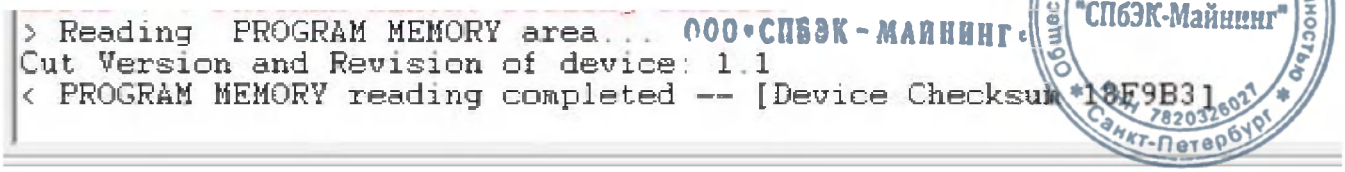

Рисунок 44
5.2.4 При успешном подключении в нижней части в окна на вкладке PROGRAM MEMORY появится соответствующее сообщение (Рисунок 44).